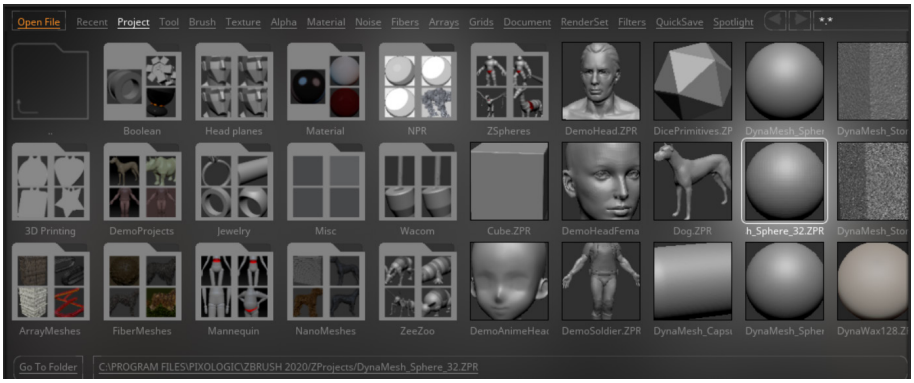
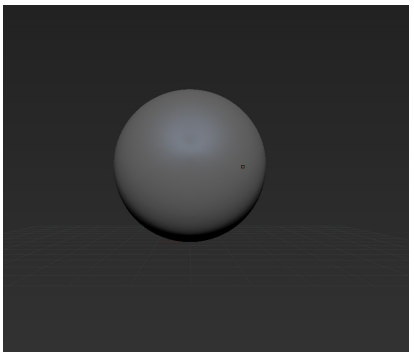

Figure 3-47 *The* ***DynaMesh_Sphere_32.ZPR*** *file chosen from the* ***LightBox*** *browser*
Figure 3-48 *The* ***DynaMesh_Sphere_32*** *model created on the canvas*
2. Double-click on **DynaMesh_Sphere_32.ZPR** in the **Project** tab of the **LightBox** browser, refer to Figure 3-47. The sphere is created on the canvas, as shown in Figure 3-48.